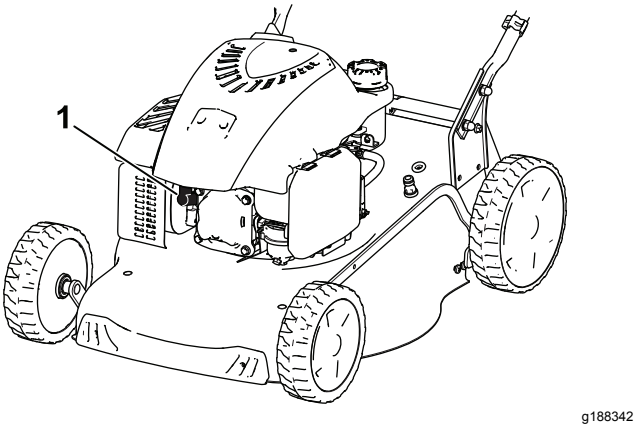

Figuur 20
2. Maak de bougiekabel los van de bougie (Figuur 20).